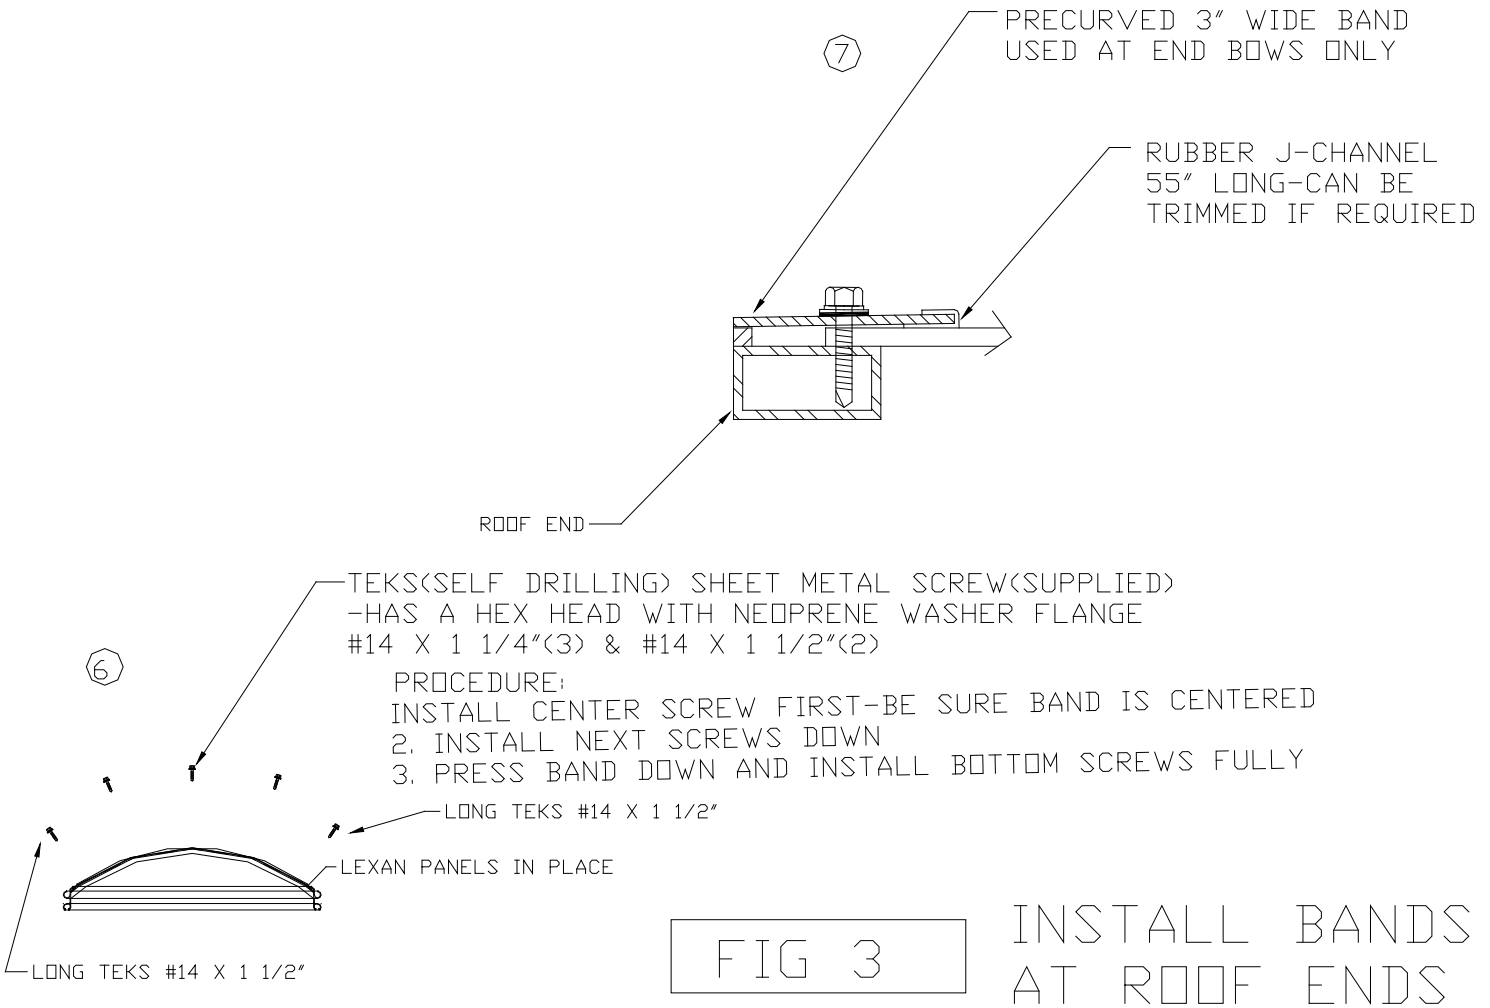

FIG 3
3. **See Fig 3 (Page 7). Slip the 55" long rubber J-channel over one edge of the curved 3" wide band. This band is used at each end of the roof. The edge of the band without the J-channel will be aligned to the outer edge of the last bow and on top of the 1/4" square bead. Use 5 of the TEKS screws per each of these bands.**